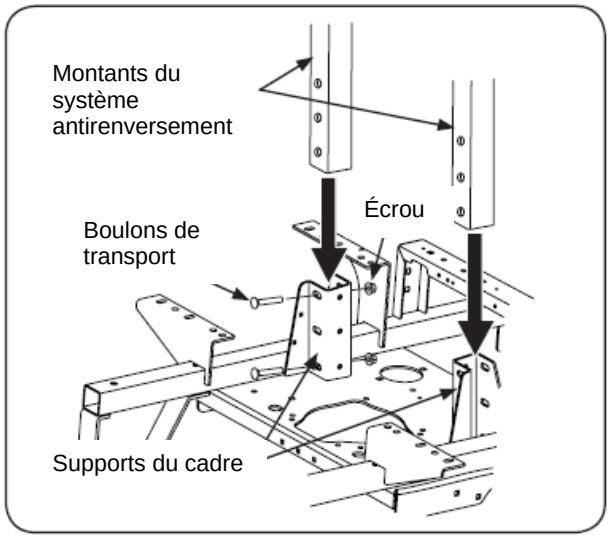

Figure 3-2
1. Insérez chaque section inférieure des montants du système antirenversement dans les supports moulés au cadre principal. Consultez la Fig. 3-2.
6. Serrez le matériel de montage du cadre entre 80 livres-pied et 90 livres-pied avec un couple de serrage. Consultez la Fig. 3-2.